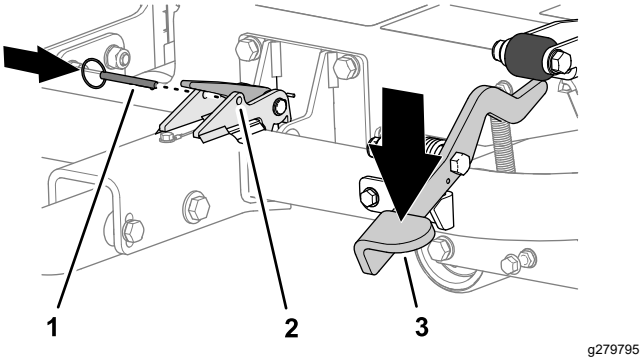

Рисунок 19
3. Нажимайте на педаль сцепки, пока сцепка не зафиксируется на месте (Рисунок 19).
4. Вставьте стопорный штифт в отверстия защелки (Рисунок 19).